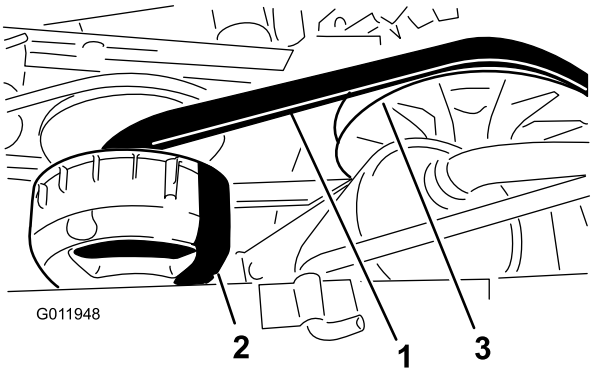

Figura 52
3. Fate girare la cinghia (Figura 52) ed ispezionatela per rilevarne eventuale segni di eccessiva usura o danni.
3. Girate la cinghia e fatela passare sulla frizione secondaria (Figura 52).
4. Rimuovete la cinghia dalla frizione primaria (Figura 52).
5. Allineate la nuova cinghia sopra la frizione primaria (Figura 52).
6. Girate la cinghia e fatela passare sulla frizione secondaria (Figura 52).